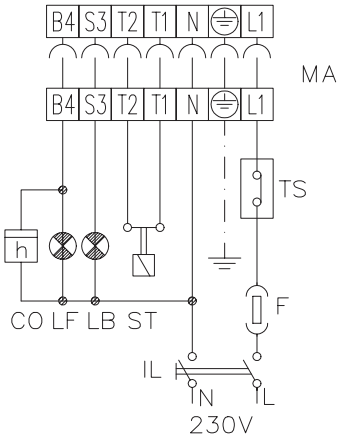

Fig. 8a
- eseguire i collegamenti elettrici alla morsettiera di alimentazione seguendo lo schema in Fig. 8a;